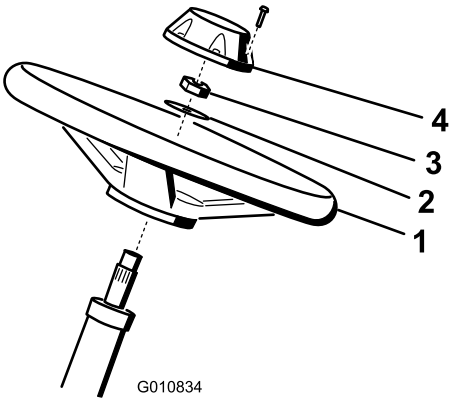

Figur 5
1. Før rattet på rattstangen (Figur 5).
2. Før skiven på rattstangen (Figur 5).
3. Fest rattet til stangen med en låsemutter og stram den til med et moment på 27–35 Nm (Figur 5).
4. Sett lokket på rattet og fest med en skrue (Figur 5).